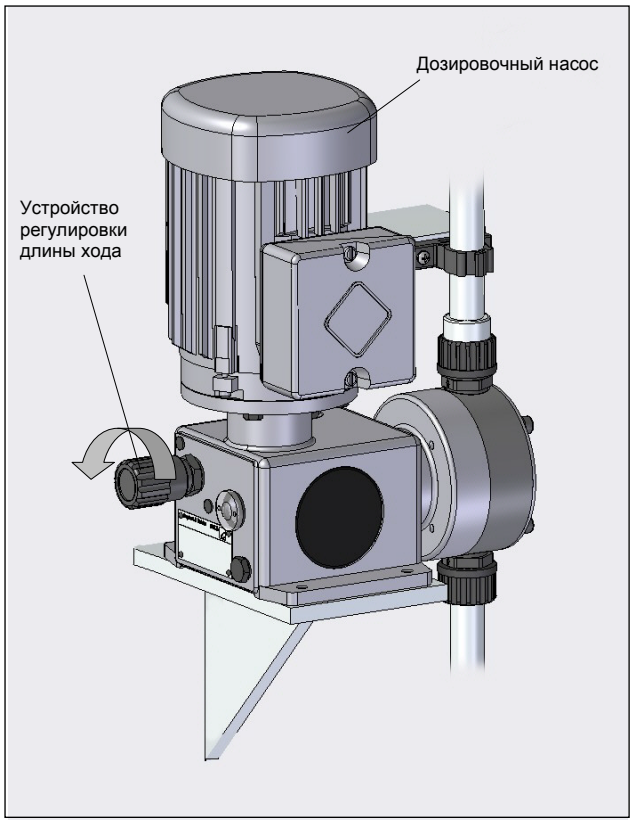

Рис. 08
- Медленно повышать подаваемый поток посредством регулировки частоты или длины хода насоса до максимума (см. рис. 08).